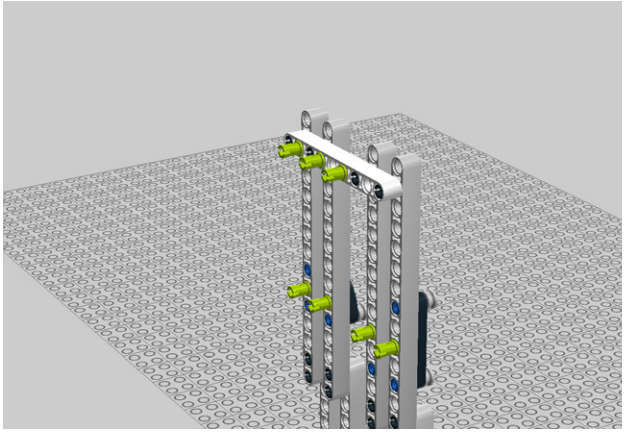

Figure 5-57. *Step 50: Inserting some pegs*
50. More pegs! Figure 5-57 shows where they go.